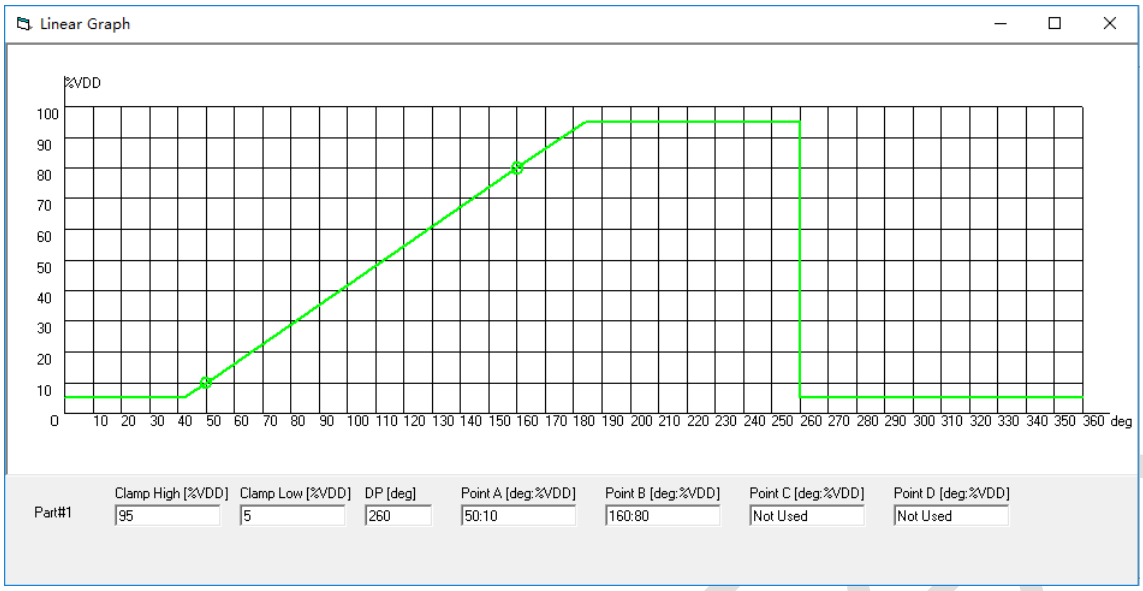

图 4.2.8
7、若设置参数无误，则弹出理论曲线示意图（图 4.2.8），其中显示了编程软件界面设置的参数信息，及磁铁旋转一周（绝对角